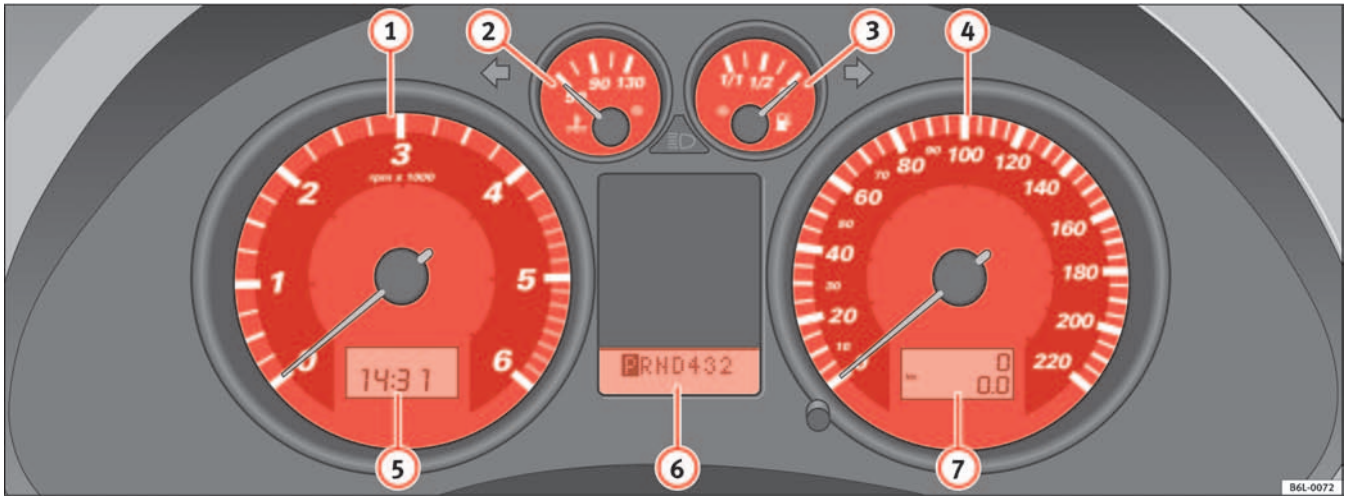

Fig. 32 Detail of the dash panel: Instruments
The start of the red zone on the dial ⇒ page 52, fig. 32 (4) indicates the maximum engine speed which may be used briefly when the engine is warm and after it has been run in properly. However, it is advisable to change up a gear or move the selector lever to D (or lift your foot off the accelerator) before the needle reaches the red zone.
– Turn the setting knob ⇒ page 52, fig. 32 (5) anti-clockwise to the stop to set the hour. If the knob is turned briefly anti-clockwise the clock will advance one hour further.
The right-hand counter registers the short journeys. The last digit indicates steps of 100 metres. The trip recorder counter may be reset by the reset button ⇒ page 52, fig. 32 (6).